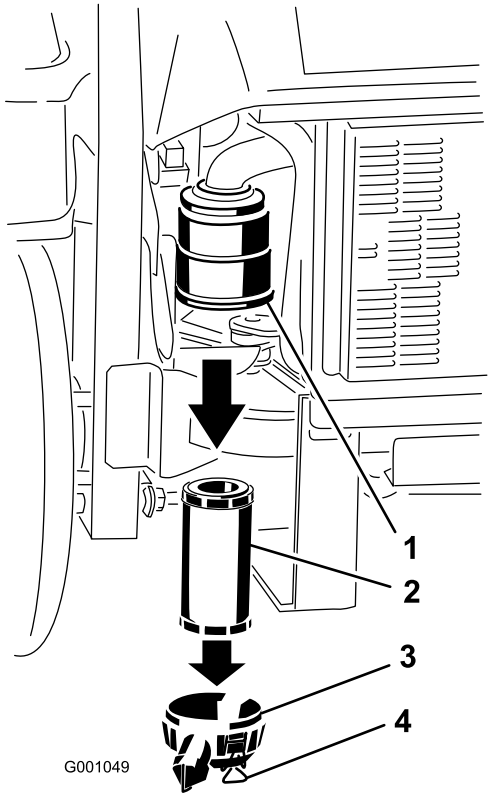

Figuur 30
3. Maak de sluitingen op het luchtfilter los en trek het luchtfilterdeksel van het luchtfilterhuis (Figuur 30).
5. Schuif het filter voorzichtig uit het luchtfilterhuis (Figuur 30). Zorg ervoor dat u niet met het filter tegen de zijkant van het luchtfilterhuis stoot.